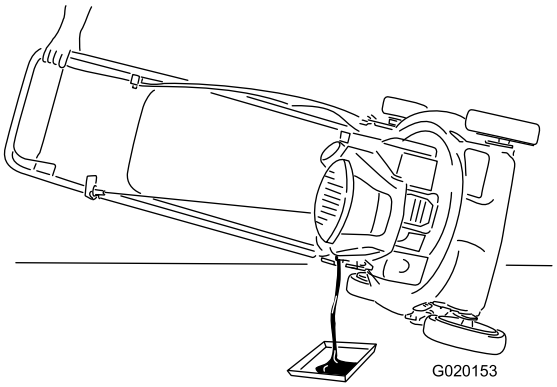

Figura 17
4. Coloque la máquina de lado con la varilla de aceite hacia abajo para drenar el aceite usado a través del tubo de llenado de aceite (Figura 17).